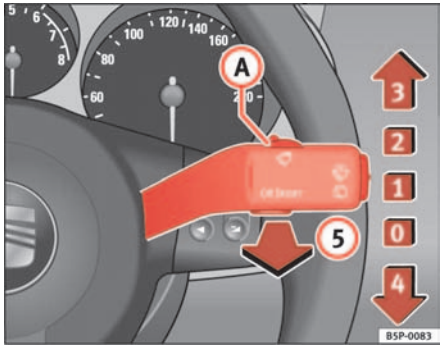

Fig. 85 Windscreen wiper and windscreen wash lever
The windscreen wiper lever ⇒ fig. 85 has the following positions:
- The next speed down will automatically be selected if wiper speed (2) ⇒ page 120, fig. 85 or (3) is selected when the vehicle stops. The set speed will be resumed when the vehicle starts again